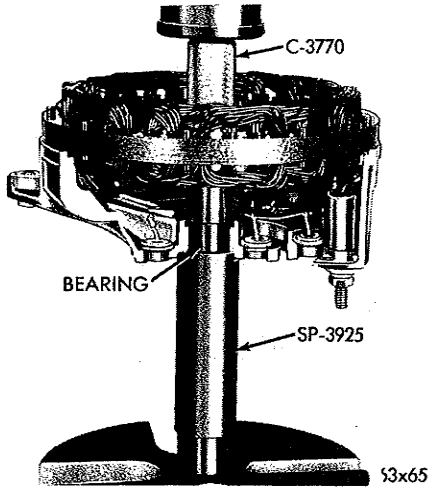

*Fig. 35—Removing Rectifier End Shield Bearing*
(13) The needle roller bearing in rectifier end shield is a press fit. If necessary to remove rectifier end frame needle bearing, protect end shield by supporting shield with Tool SP-3925 when pressing bearing out with Tool C-3770A (Fig. 35). Make sure notches in tool clear raised section of heat sink.